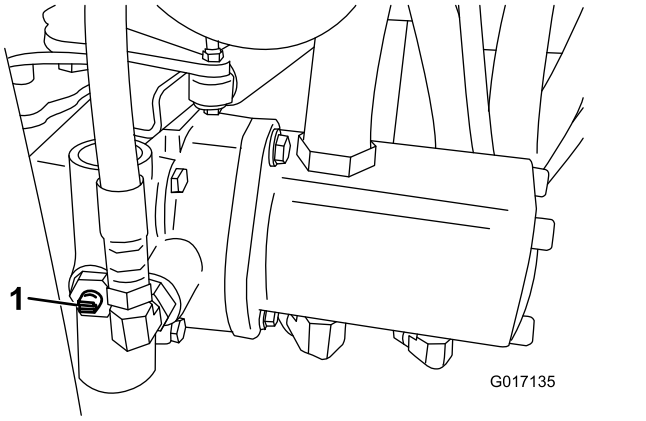

Figur 27
1. Finn omløpsventilen på pumpen, og vri den slik at åpningen står vertikalt (Figur 27).
2. Før du starter motoren, må du stenge omløpsventilen ved å vri den slik at åpningen står horisontalt (Figur 27). Ikke start motoren når ventilen er åpen.